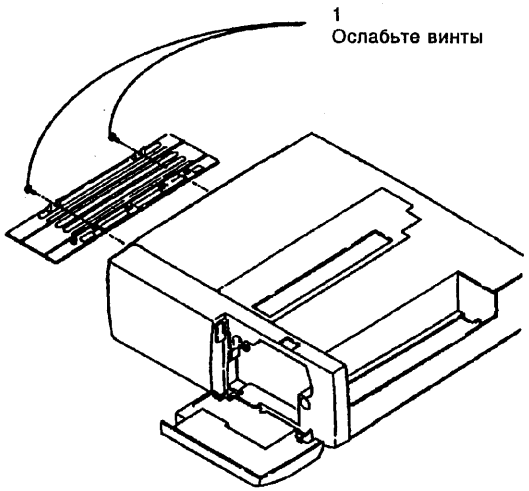

Рисунок 1. Снятие крышки, расположенной на днище аппарата.
1. (рис. 1) Ослабьте два винта и удалите крышку, расположенную на днище аппарата.